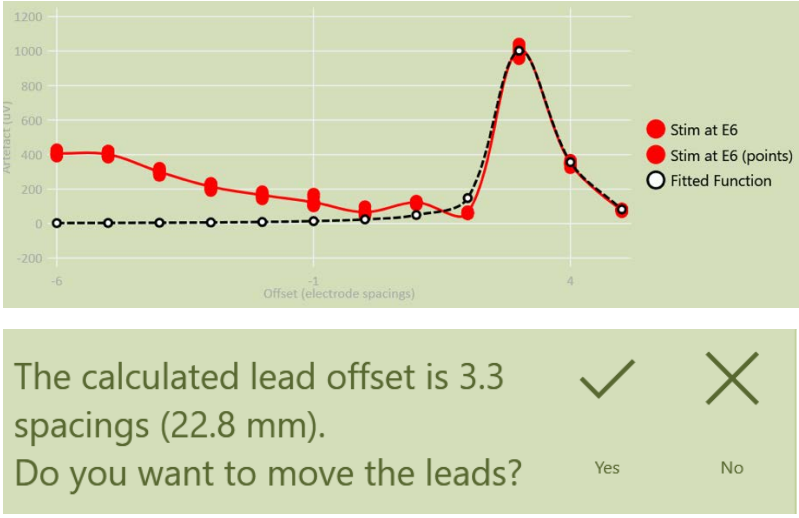

Figure 7.14 Lead offset measurement plot and lead offset distance display. The peak of the plot indicates the lead offset distance (electrode spacings).
. The results for stimulation locations with completed measurements will be plotted (see Figure 7.14), but the lead offset result will be invalid.
4. After completion, the results of all lead offset measurements will be plotted (Figure 7.14) and the lead offset distance displayed.